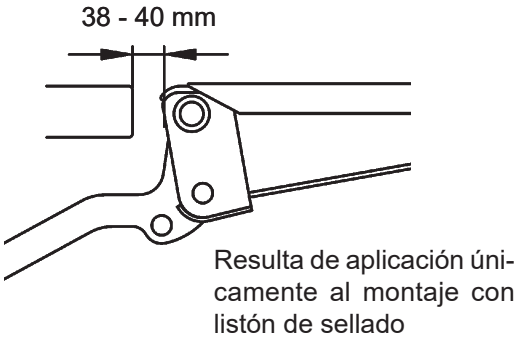

*Figura 46. Compruebe que la distancia entre la plataforma y el puente sea de 38 - 40 mm*
1. Compruebe que la distancia entre la plataforma y el puente sea de 38 - 40 mm. Véase Figura 46.